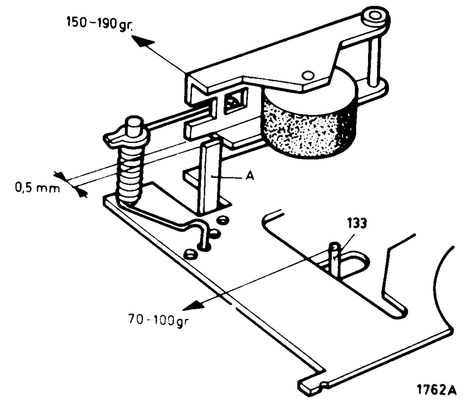

Fig. 2
- Beträgt die Stromzunahme weniger als 8 mA, dann ist die Andruckkraft des Antriebrades von Rutschkupplungsbügel 133 gegen den rechten Spulenteller auf mindestens 70 g herabzusetzen (siehe Abb. 2).
- Beträgt die Stromzunahme mehr als 16 mA, dann ist die Andruckkraft bis maximal 100 g zu erhöhen (siehe Abb. 2).